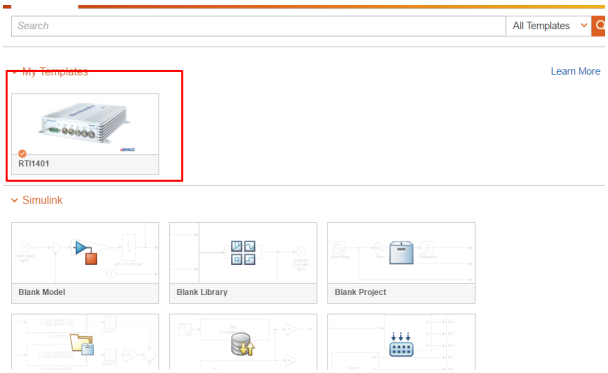

Figure 10.17: Create a Simulink model.
2. (Figure 10.17) Create a new Simulink model using the RTI1401 template provided by dSPACE.